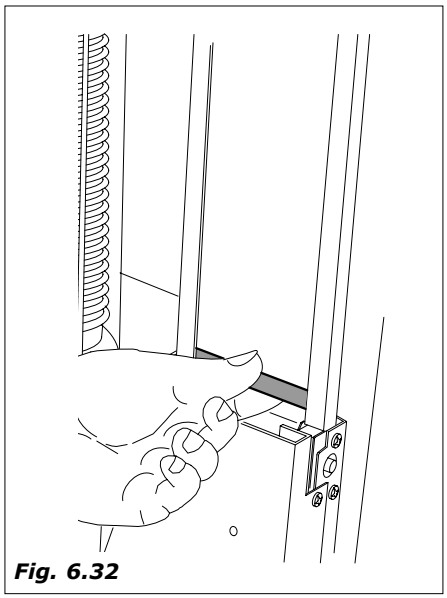

Fig. 6.32
- Tirar o peso de metal do incolonador (*Fig. 6.32*)